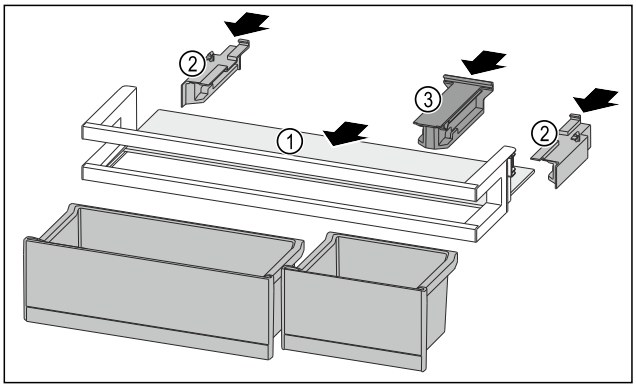

Fig. 205
▶ Împingeți în interior raftul *Fig. 205 (1)* în degajările laterale.
▶ Introduceți piesele laterale *Fig. 205 (2)*.
▶ Introduceți piesa de susținere *Fig. 205 (3)*.